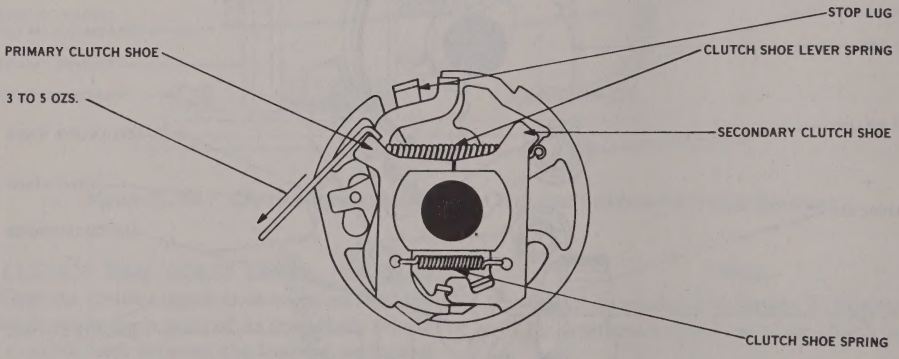

Figure 7-79. Clutch Shoe Spring Tension
(11) CLUTCH SHOE SPRING TENSION. *(See figure 7-79.)*